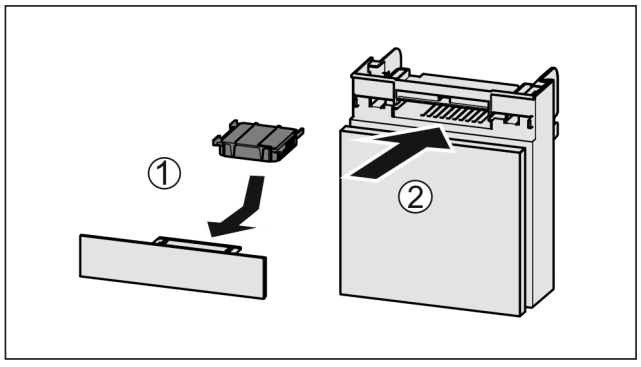

Fig. 133
- ▶ Introduceți *Fig. 133 (1)* filtrul de cărbune activ după cum se vede în figură.
- ▶ Împingeți *Fig. 133 (2)* compartimentul în interior.